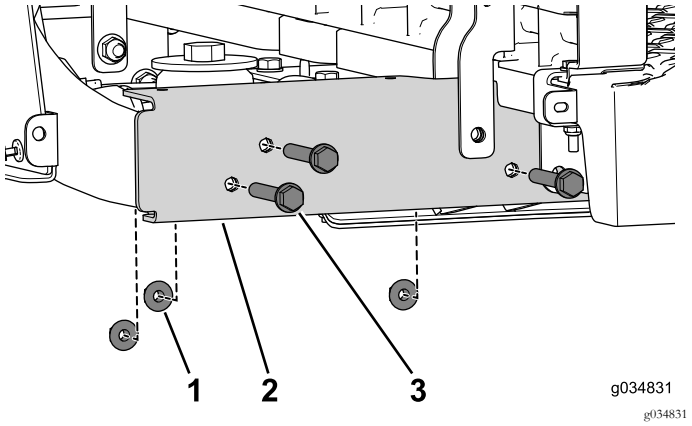

Figure 65
5. Retirez les 3 boulons à embase (3/8" x 2½") et les écrous (Figure 65). Procédez de même des deux côtés de la machine.